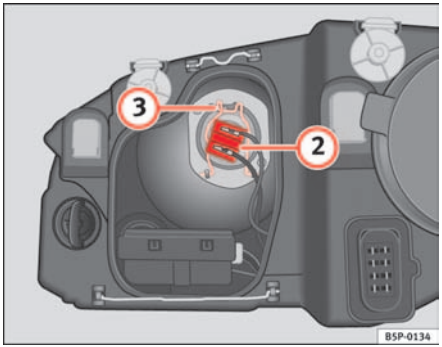

Fig. 176 Dipped head-lights
– Remove the connector ⇒ page 242, fig. 176 (2) from the lamp.
– Disengage the retainer spring ⇒ page 242, fig. 176 (3) pressing inwards and to the right.